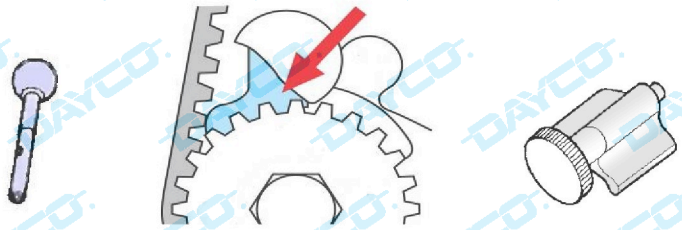

Fig. 2
- Comprobar que se ha instalado la herramienta de bloqueo del cigüeñal (T.10050) (Fig. 2).